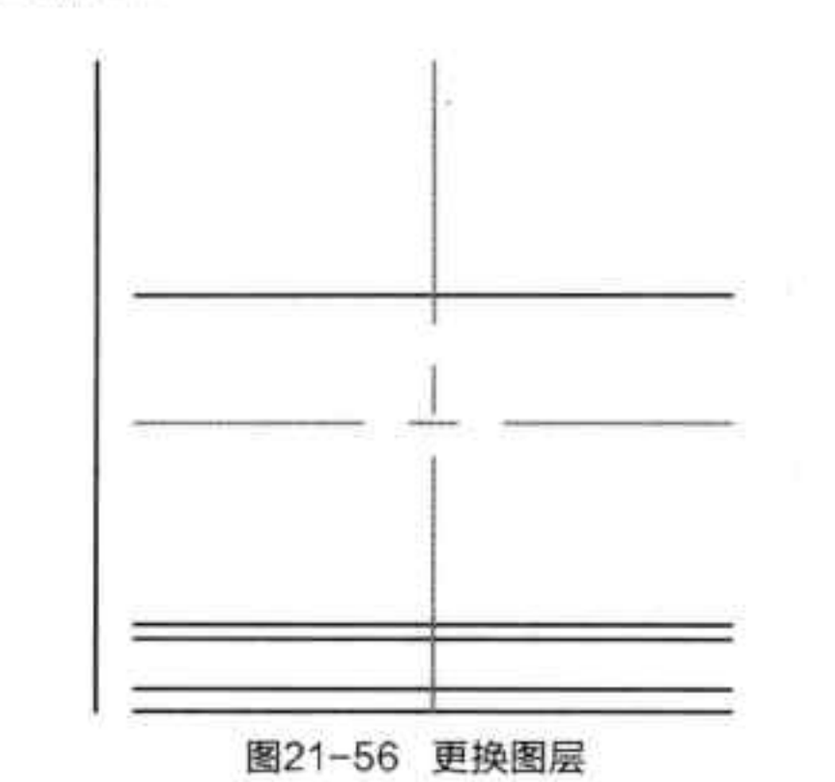

图21-56 更换图层
Step 15 再次执行“偏移”命令，将垂直中心线向左偏移 45，并更改其图层为“0 图层”，如图 21-56 所示。